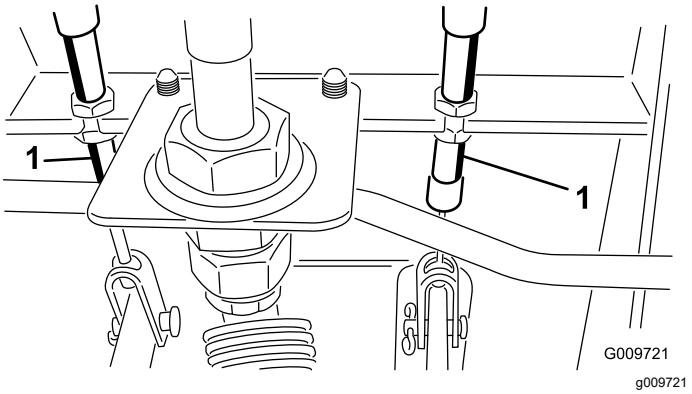

Рисунок 115
A. Отпустите переднюю гайку на резьбовом конце троса тормоза (Рисунок 115).